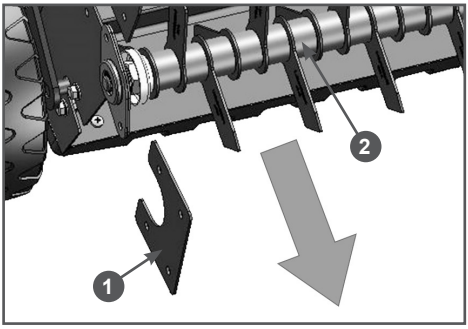

Рис. 28 Снятие опоры рабочего валика
5. Снимите пластину 1 и отведите освободившуюся сторону рабочего валика 2 от посадочного места в корпусе скарификатора вниз примерно на 5 см (Рис. 28).